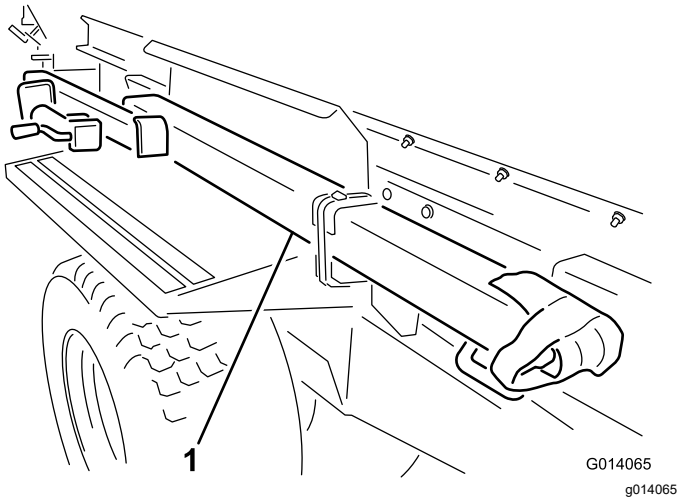

Rysunek 3
3. Usuń zaczep z położenia wysyłki, przecinając oba paski, za pomocą których przymocowany jest do zderzaka (Rysunek 3). Usuń oba wsporniki montażowe ze zderzaka i wyrzuć je.